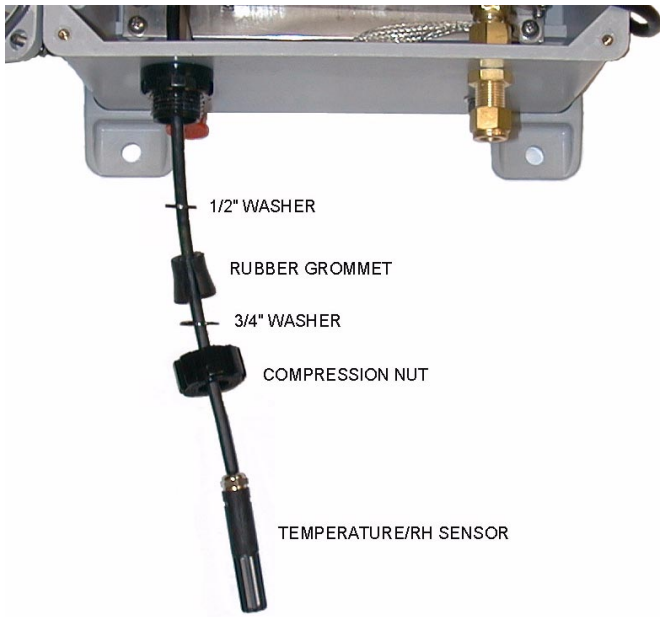

Figure 10-26 Payload Stuffing Tube
8. Unscrew the compression nut from the stuffing tube where the T/RH cable enters the GSOS enclosure (see Figure 10-26).
13. Feed the T/RH sensor though the stuffing tube (and its washers and grommet) as shown in Figure 10-26. The T/RH probe body is too large to fit through the stuffing tube washers and grommet. Make diagonal cuts in the washers and grommet with diagonal cutters or a utility knife.